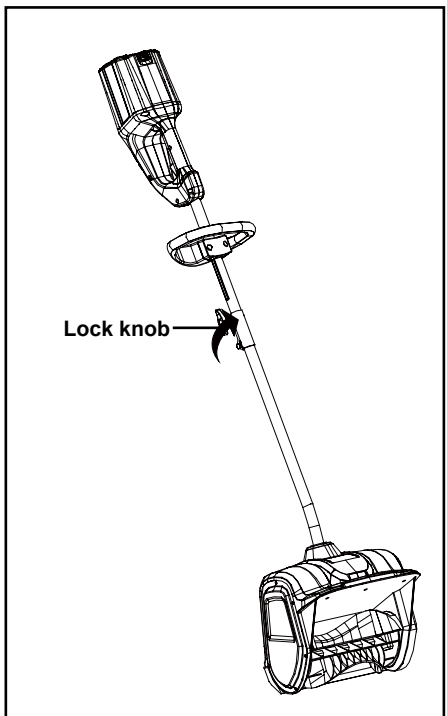

Fig. 3
• Once the two shafts are secure, turn the lock knob clockwise until it is fully tightened. (Fig. 3).